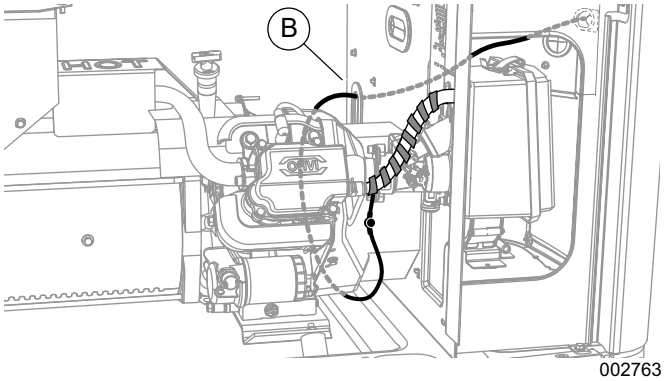

Figure 4. Routing Heater Wires (400 Series)
2. See ***Figure 4***. Route lead wires beneath and behind engine as shown.